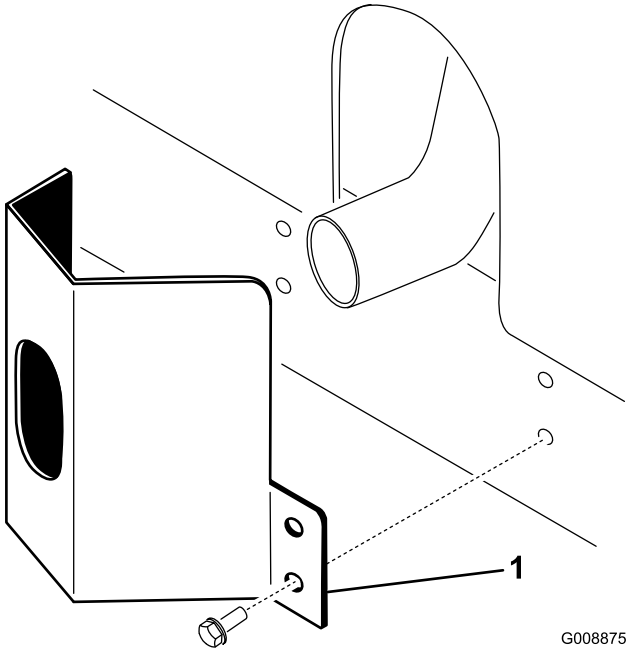

Figur 11
1. Plasser eksosbeskyttelsen rundt lyddemperen mens du justerer monteringshullene mot hullene i rammen (Figur 11).
2. Fest eksosbeskyttelsen til rammen med fire selvgjengende skruer (Figur 11).